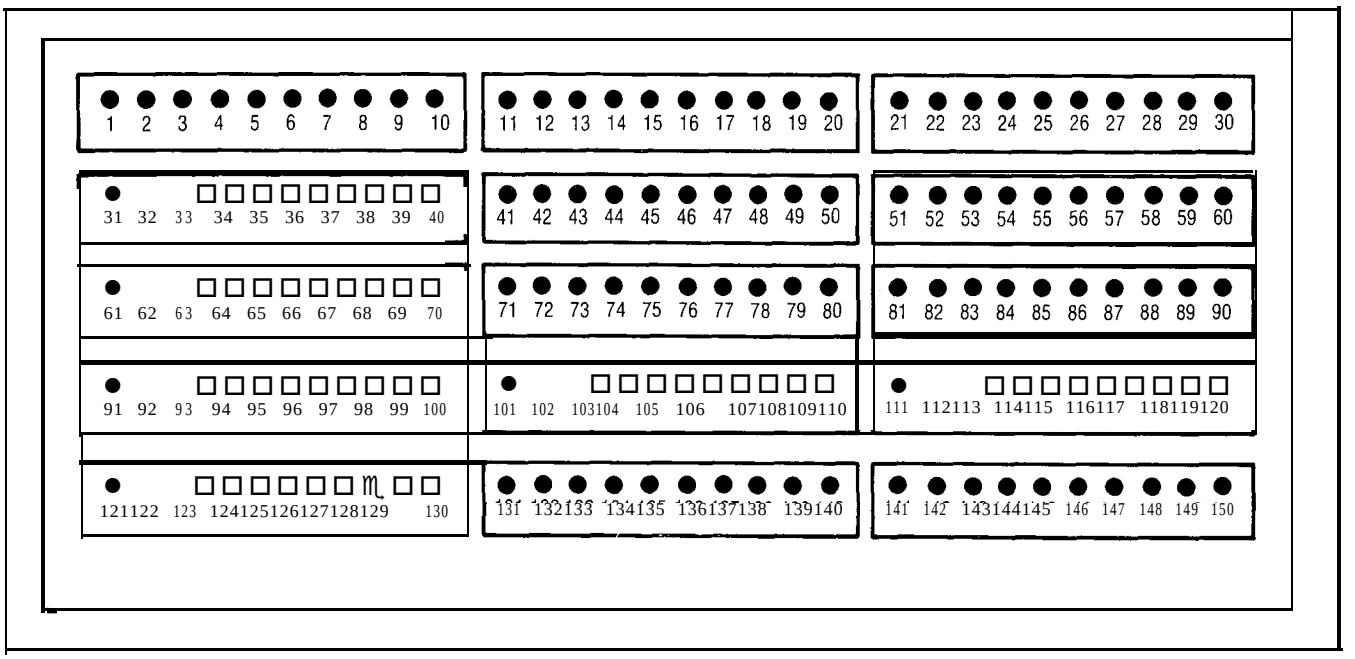

Fig. 2-2 Busy Lamp Position Numbering
- **BUSY LAMP NUMBER** After pressing this key the number entered (I-150) defines the position (Fig. 2-2) of the busy lamp to be associated with the extension. If the extension is not to be assigned a busy lamp, no entry is required.
- **BUSY LAMP NUMBER** The number (l-150) defines the position (Fig. 2-2) of the busy lamp to be associated with this trunk. If the trunk is not to be assigned a busy lamp no entry is required.